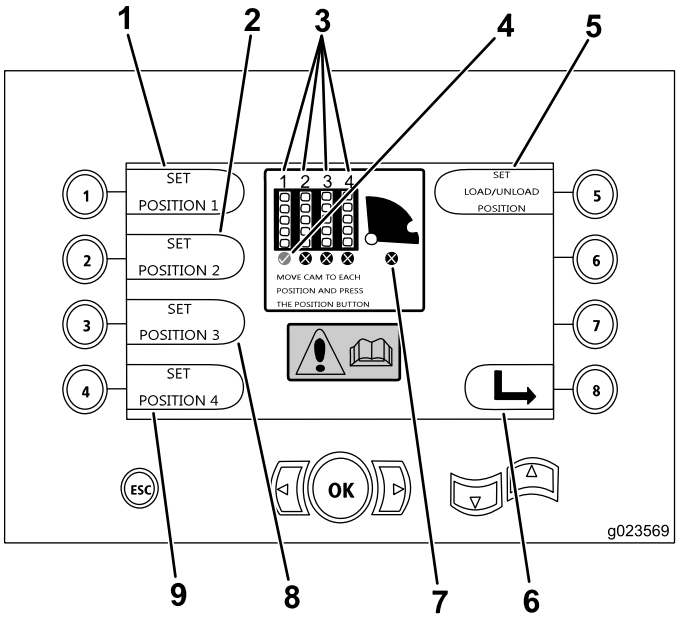

Figure 30
- Bouton 1 – Réglage à la position 1 (Figure 30)
- Bouton 2 – Réglage à la position 2 (Figure 30)
- Bouton 3 – Réglage à la position 3 (Figure 30)
- Bouton 4 – Réglage à la position 4 (Figure 30)
Pour régler la position de charge ou de décharge, appuyez sur le bouton 5 (Figure 30).